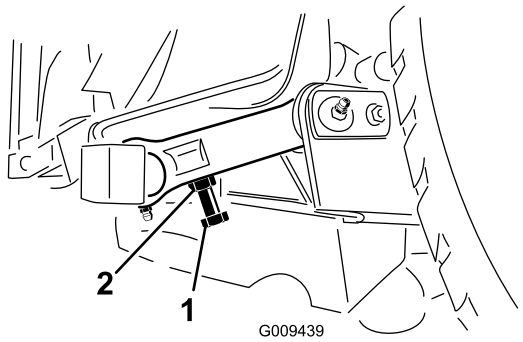

Bild 25
3. Sie können den Abstand mit der Einstellschraube am hinteren Gelenkverbindungsteil des Mähwerks einstellen (Bild 25).